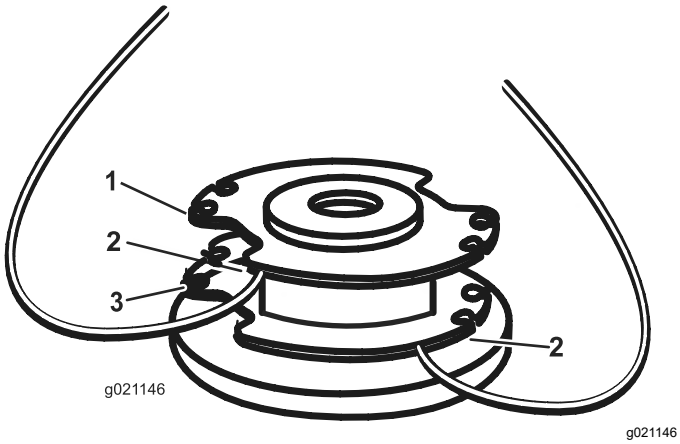

Figura 12
3. Inserte el hilo por el taladro de anclaje en la parte superior del carrete (Figura 12).